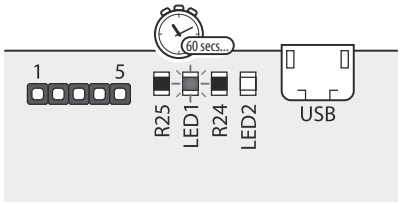

Fig. 37
4. The red LED (LED1) will then start to flash for approximately 60 seconds while it resets the master code back to **1111** (4x1), as shown in **Fig.37**.